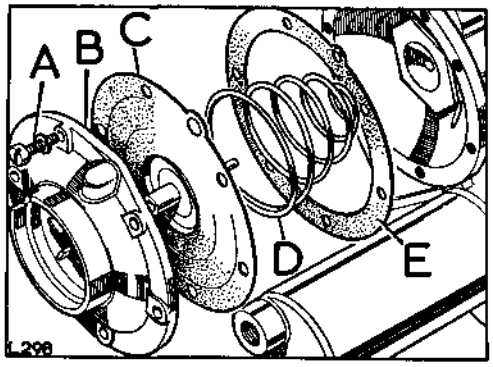

**Fig. H1-115. Reaction diaphragm**
17. Place the spring in position in the cover for the reaction diaphragm, and fit the cover ensuring that the air passage holes in the cover, diaphragm, joint washer and housing are all aligned. Tighten the fixings evenly and securely. See Fig. H1-115.